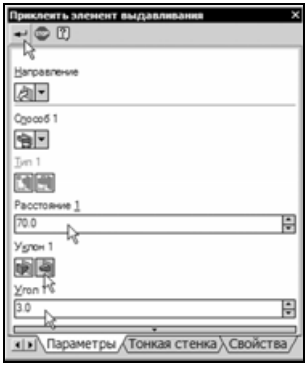

Рис. 6.42
- Приклейте эскиз в прямом направлении на расстояние 70, придав ему дополнительный внутренний уклон 3 (рис. 6.42).